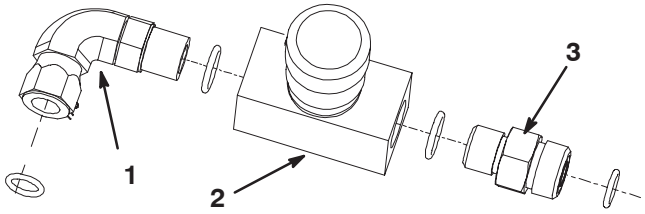

Figure 7
6. Assemble the needle valve, 90 degree swivel fitting, straight fitting and O–rings (Fig. 7).
1. Assemble the swivel fitting to the 90 degree fitting, installed in the PTO manifold (Fig. 7 & 8).